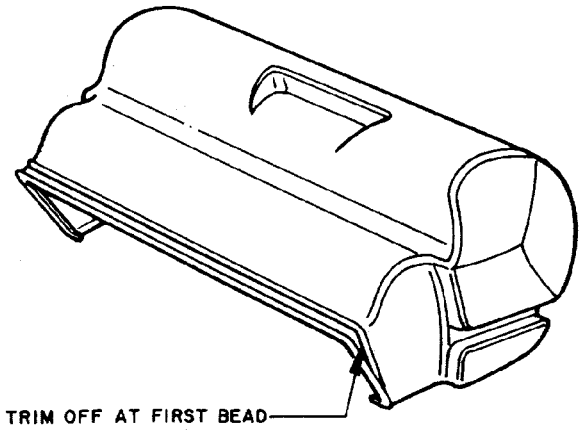

Figure 1
1. Trim the basket off at the first bead with a sharp knife or similar cutting instrument (Fig. 1).